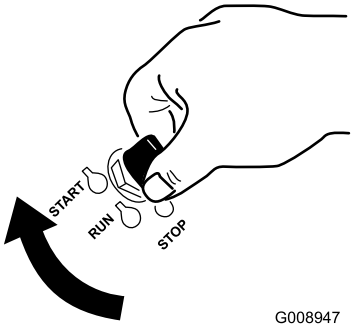

Figuur 12
1. Draai het contactsleuteltje naar de stand START (). Figuur 12 Laat het sleuteltje los zodra de motor aanslaat.
6. Draai het contactsleuteltje naar de stand START (). Figuur 12 Laat het sleuteltje los zodra de motor aanslaat.